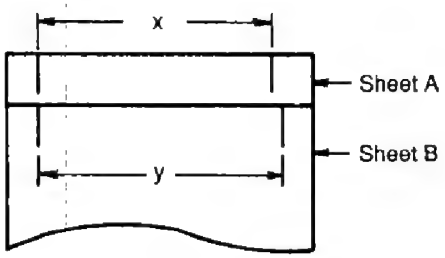

Figure 4-17
4) Put the left lines on sheet A and sheet B together, and adjust the position of the No. 1 mirror mount so that x and y in Figure 4-17 are identical.